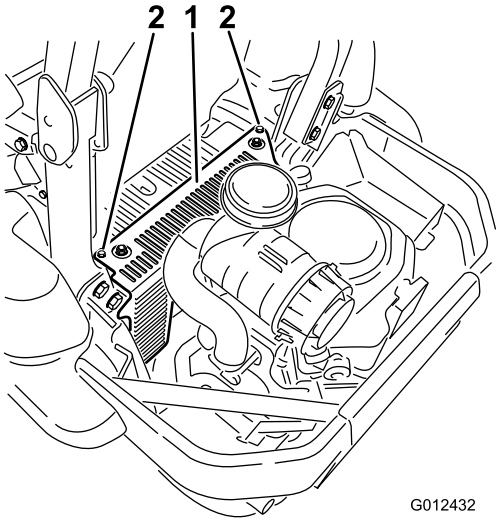

**Figure 53**
3. Déposez le capot de l'unité hydraulique et les 2 boulons qui y sont fixés (Figure 53). Vous pourrez ensuite accéder à la bougie avant.
Montez le capot de l'unité hydraulique (Figure 53).